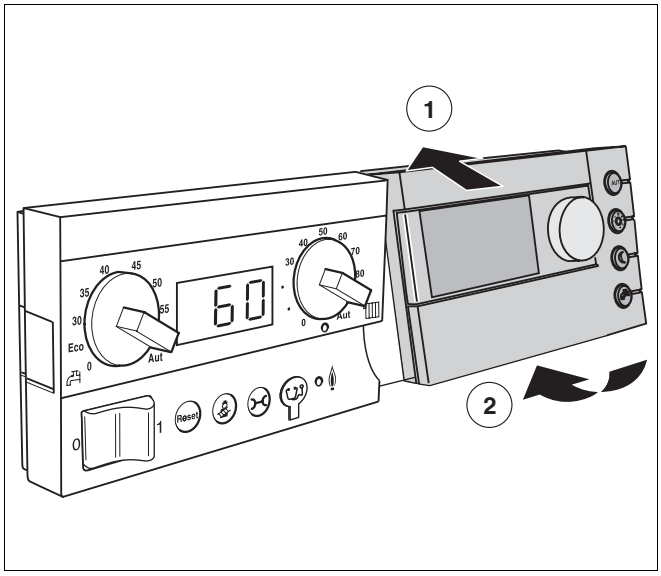

Rys. 28 Założenie modułu obsługowego RC30
- Wczepić moduł obsługowy RC30 przy górnej krawędzi płyty głównej w kierunku oznaczonym strzałką (rys. 28, **poz. 1**).
- Docisnąć moduł obsługowy RC30 lekko do góry w kierunku wskazywanym przez strzałkę tak, aby się zatrzasnął (rys. 28, **poz. 2**).